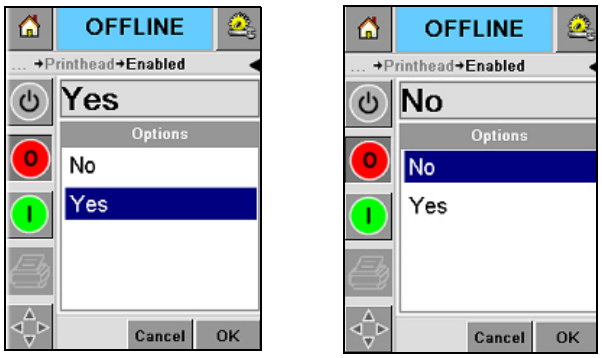

Figure 5-45: Printhead Enabled and Disabled
2. In the Enabled screen, select whether to enable or disable the printhead and touch *OK*. Figure 5-45, shows the printhead Enabled and Disabled.